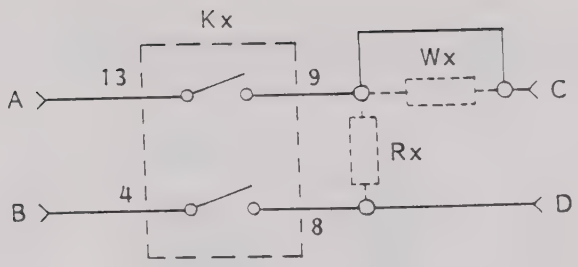

Figure 3-1, 1260-13 Relay Diagram
3.2.2 A total of 200 pins are accessible through the front panel connectors, 22 of which are not used. Each channel is assigned 4 pins, A,B,C and D, as shown in Figure 3-1.